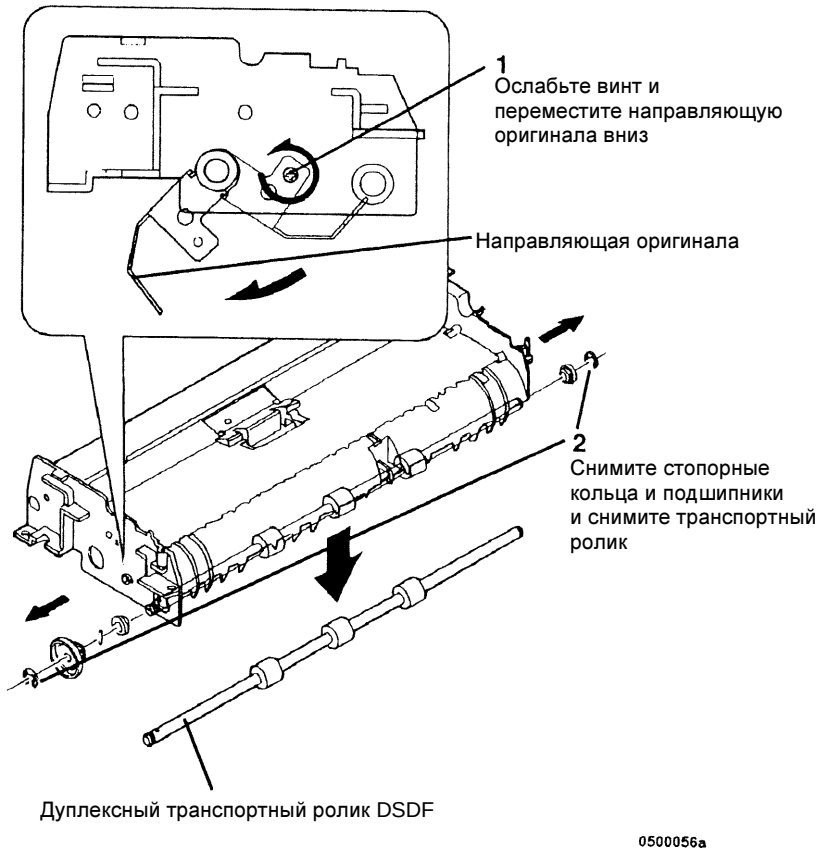

Рисунок 2 Снятие дуплексного транспортного ролика
4. (Рисунок 2): Снимите дуплексный транспортный ролик DSDF